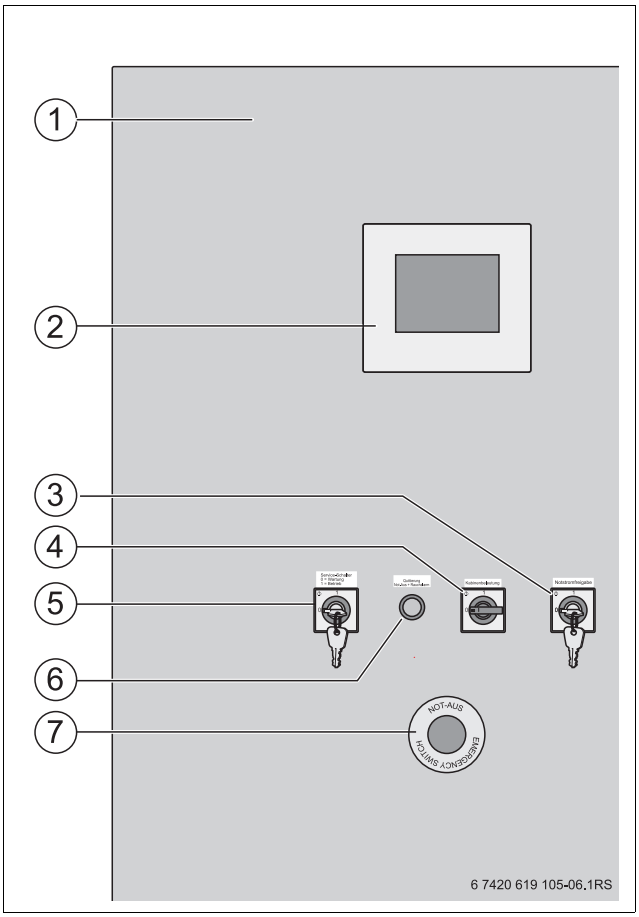

Afb. 4 Uitsnede schakel- en besturingskast met bedieningselementen
- NOODSTOP (→ afb. 4, [7], pagina 11)